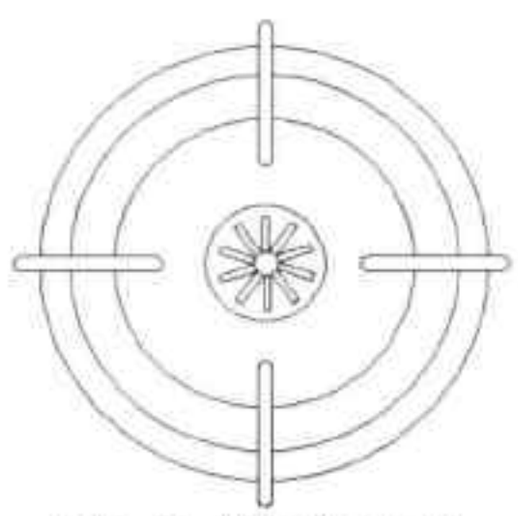

图6-88 删除剩余直线
Step15 按照同样的操作，将其他圆角矩形内多余的线段删除，如图 6-88 所示。